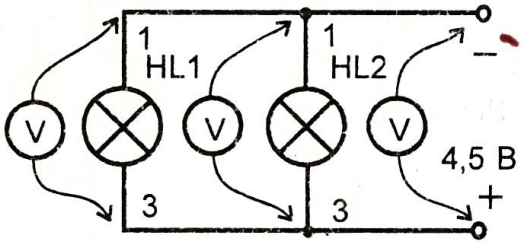

Рис. 7-2-6
1. Измерьте вольтметром напряжения U_1 и U_2 на лампах *HL1* и *HL2* (рис. 7-2-6).